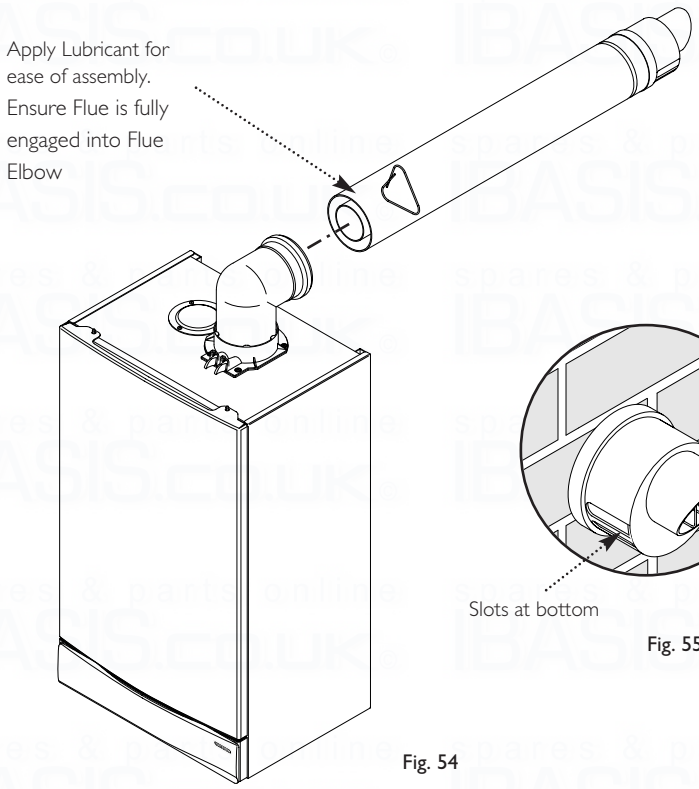

Fig. 54
9. Draw the flue back through the wall and engage it in the elbow. It may be necessary to use soap solution or similar to ease assembly of the elbow adaptor and flue (Fig. 54).